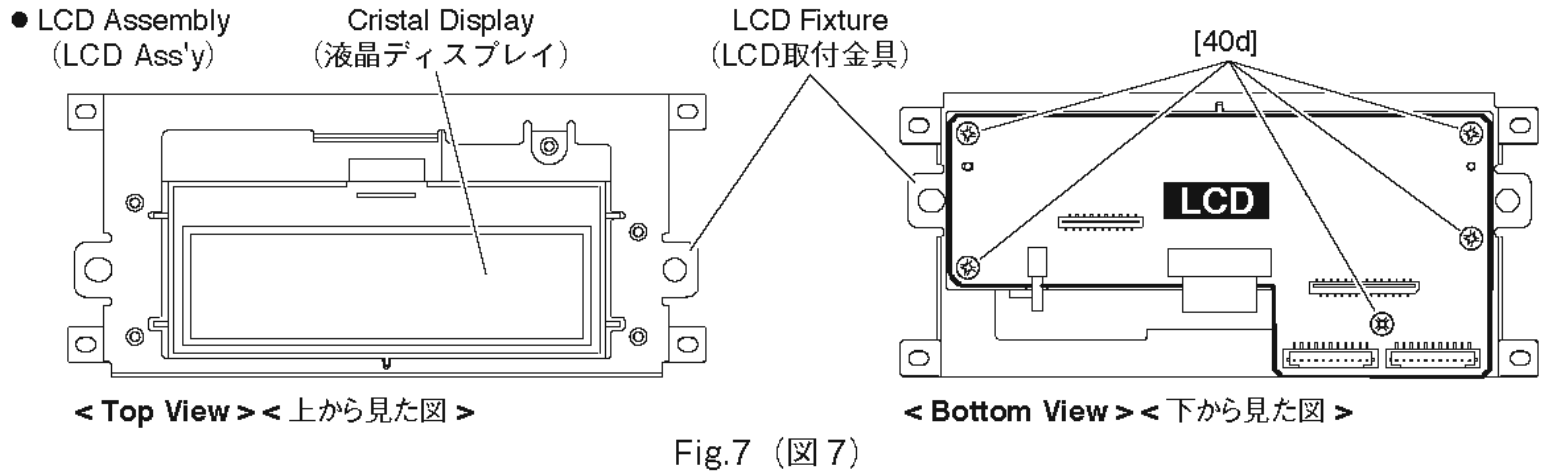

Fig.7（図 7）
7-3 Remove the five (5) screws marked [40d]. The crystal display and LCD circuit board can then be removed from the LCD fixture. (Fig.7)
7-3 [40d] のネジ 5 本を外して、液晶ディスプレイ、LCD シートを LCD 取付金具から外します。(図 7)